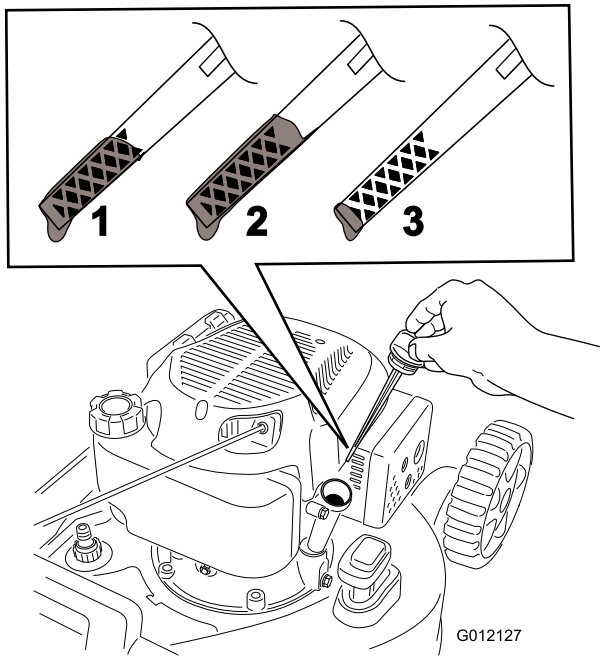

Figur 9
2. Ta ut oljestickan (Figur 9).
5. Ta ut oljestickan och läs av oljenivån (Figur 9).